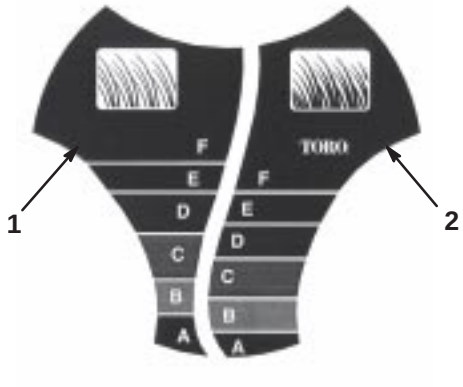

Bild 10
Das *SmartWheel*™ weist zwei Schnitthöhenskalen auf: **Dünn/Normal** und **Satt** – damit Sie bei jedem Rasenzustand immer das beste Ergebnis erzielen (Bild 10). Benutzen Sie die **Dünn/Normal**-Skala während der warmen Sommer-
2. Bewegen Sie den Rasenmäher aufs Gras; Schieben Sie den Rasenmäher nicht mehr weiter, wenn das *SmartWheel*-Motiv an einem der Hinterräder aufrecht steht (Bild 10).